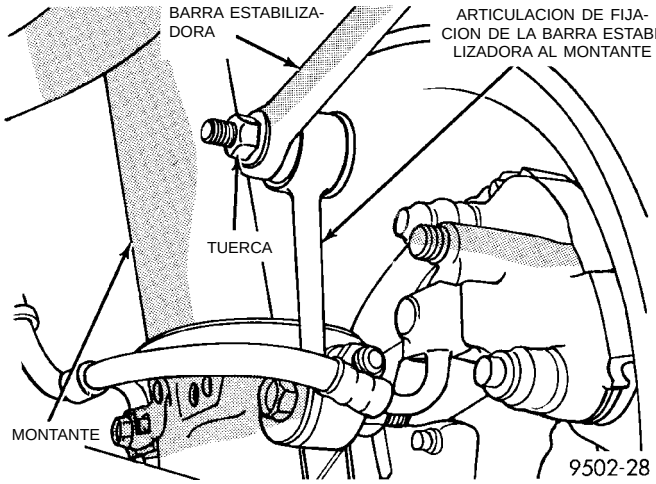

Fig. 9 Articulación de fijación de la barra estabilizadora al montante
(1) Eleve el vehículo sobre gatos fijos o centrado sobre un elevador del tipo de contacto de bastidor. Para informarse sobre el procedimiento de elevación requerido, consulte Elevación, en la sección de Lubricación y mantenimiento de este manual.
(2) Retire ambos conjuntos de rueda y neumático traseros del vehículo.
(3) Retire la barra estabilizadora de las dos articulaciones de fijación de la barra estabilizadora al montante (Fig. 9).
tuercas de fijación de la articulación de fijación de la barra estabilizadora a la barra estabilizadora (Fig. 9).
(4) Instale en el vehículo el conjunto de rueda y neumático. Apriete las tuercas espárrago de instalación de la rueda en la secuencia correcta hasta llegar a la mitad de la torsión indicada en las especificaciones. Después repita la secuencia de torsión hasta cumplir la especificación de 129 N·m (95 lbs. pie).
(5) Baje el vehículo al suelo.
(6) Con el peso del vehículo apoyado totalmente sobre la suspensión, apriete con firmeza los pernos de fijación del fiador de la barra estabilizadora al larguero de bastidor (Fig. 9).